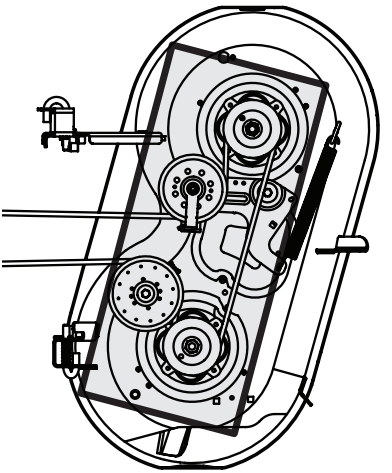

Fig. 31
- Clean the top of the mower deck, under the spindle covers and belt area (Fig. 31).